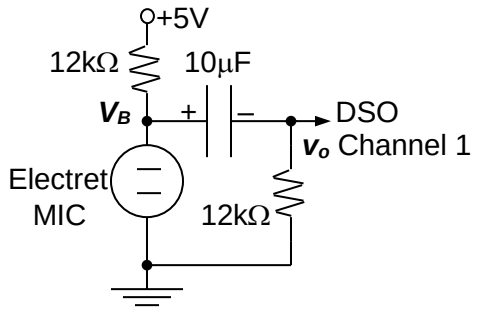

Fig. 6.1 Electret Microphone Biasing Circuit
1. Set up the circuit for the given Electret microphone as given in **Fig. 6.1,** and measure the **d-c** bias voltage V_B across the Microphone using a multimeter. Display the **a-c** output voltage v_o generated by the circuit on DSO Channel 1.